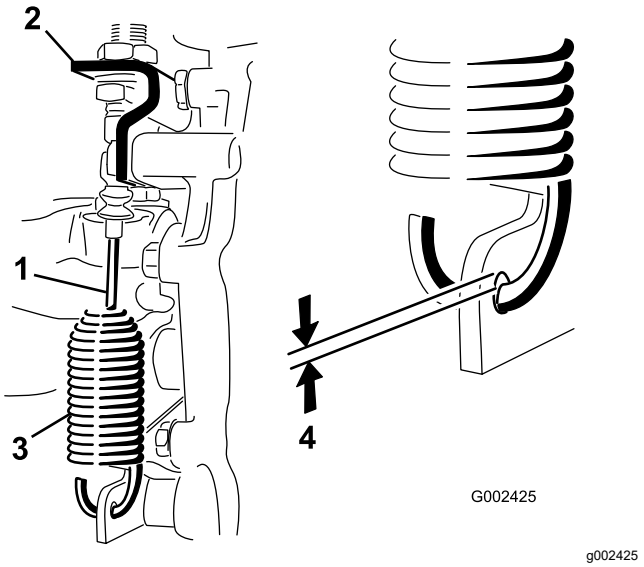

Figuur 54
2. Draai de contramoeren los waarmee de kabel van de differentieelgrendel vastzit aan de beugel op de transaxle (Figuur 54).